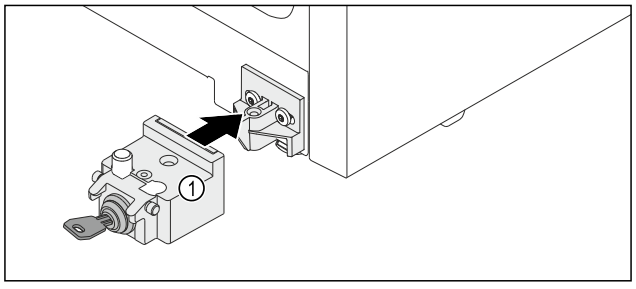

Fig. 18
▶ Așezați dispozitivul de închidere *Fig. 18 (1)*.